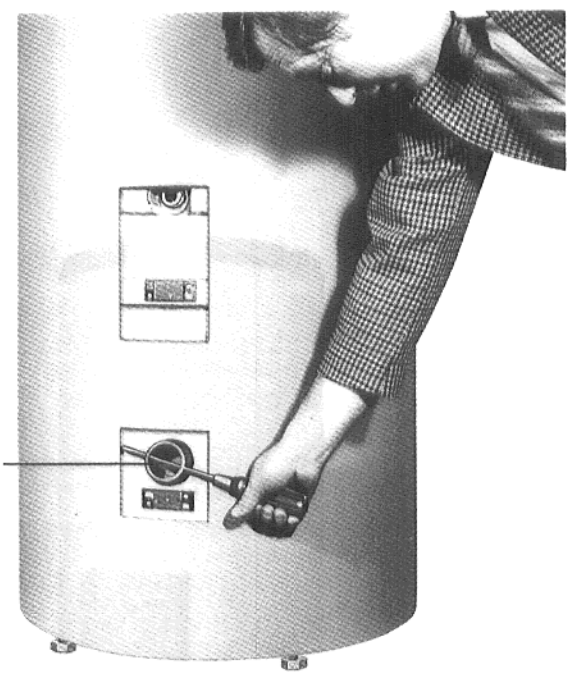

Abb. 1
2. Druckring (2") herausdrehen, evtl. Rohrzange verwenden (Abb. 1).